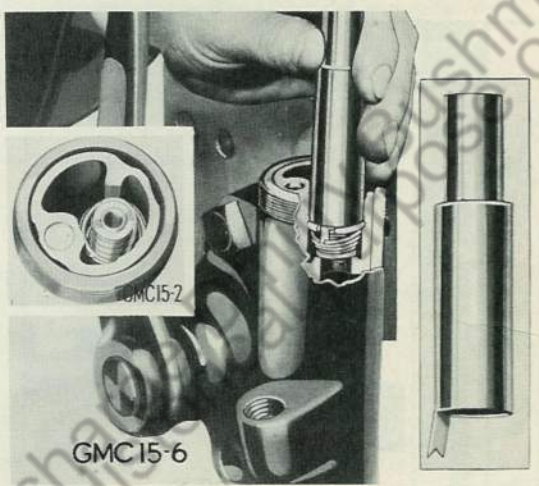
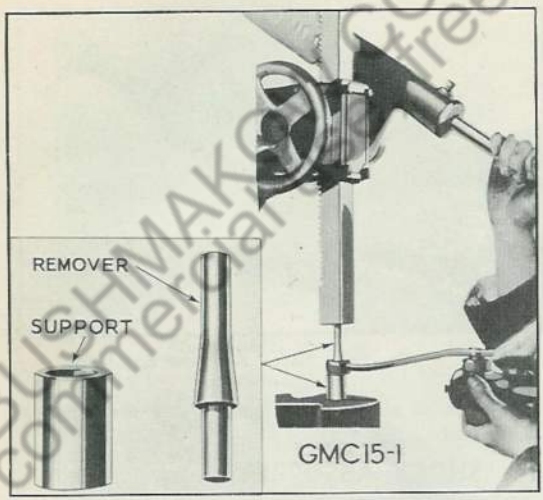

Fig. 8 Installing Compression Valve
Fig. 9 Removing Link Bushing
2. Assemble piston screws down tightly and than back off about one turn to prevent binding between cam (19) and cam buttons (8).
4. Replace piston valves and valve spring retainer clip, using valve installing tool, J-896, Fig. 8. Be sure compression valve is placed in compression end of piston. See Fig. 9 for correct position of compression valve.
5. Replace rebound valve (15) and valve nut (12), using new gasket.
2. Press worn bushings and grommet from shock absorber arm, using bushing remover and support in an arbor press, as shown in Fig. 9.